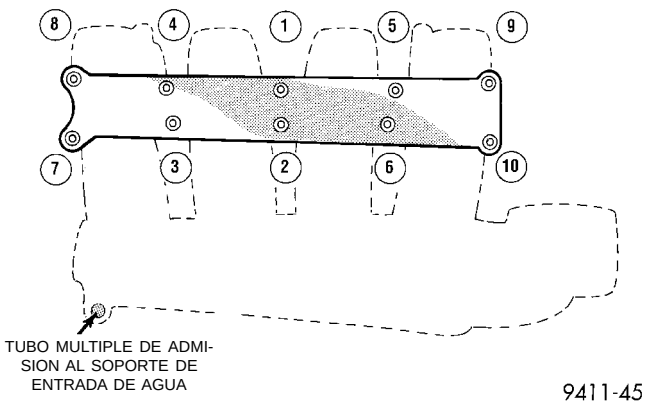

Fig. 18 Secuencia de ajuste del tubo múltiple de admisión
(19) Retire el sujetador del tubo múltiple de admisión al soporte del tubo de entrada de agua (Fig. 18).
(20) Retire 10 tornillos y arandelas del tubo múltiple de admisión. Deseche los sujetadores. Retire el tubo múltiple de admisión.
(1) Instale el tubo múltiple de admisión sobre la culata de cilindros y apriete los sujetadores con una torsión de 12 N·m (105 lbs. pulg.) en el orden que se indica en (Fig. 18).
(2) Instale el sujetador del tubo múltiple de admisión al soporte de entrada de agua (Fig. 18) y apriete con una torsión de 12 N·m (105 lbs. pulg.).
(3) Retire la cubierta de los orificios de los inyectores de combustible y asegúrese de que los orificios estén limpios. Instale el conjunto del tubo distribuidor de combustible en el tubo múltiple de admisión. Apriete los tornillos con una torsión de 23 N·m (200 lbs. pulg.).
(4) Conecte las mangueras de PCV y del multiplicador del freno.
(5) Inspeccione los racores de conexión rápida para determinar si están averiados. Reemplace si fuera necesario. Para informarse sobre el procedimiento, consulte el Grupo 14, Sistema de combustible. Lubrique el tubo con aceite para motor 30w limpio. Conecte la manguera de suministro de combustible al conjunto del tubo distribuidor de combustible. Verifique la conexión tirando del conector para asegurarse de que esté fijo en la posición adecuada.
(6) Instale el cuerpo de mariposa. Apriete el sujetador con una torsión de 22 N·m (200 lbs. pulg.). Instale el soporte de la transmisión al cuerpo de mariposa y apriete primero en el cuerpo de mariposa con una torsión de 11,9 N·m (105 lbs. pulg.). Después, apriete el soporte en la transmisión.
(7) Conecte el conector de cableado del sensor de presión absoluta del múltiple/temperatura del aire de admisión (TMAP).
(8) Conecte el conector del sensor de golpe y el cableado en el motor de arranque. Conecte el mazo de cableado en la orejeta del tubo múltiple de admisión.